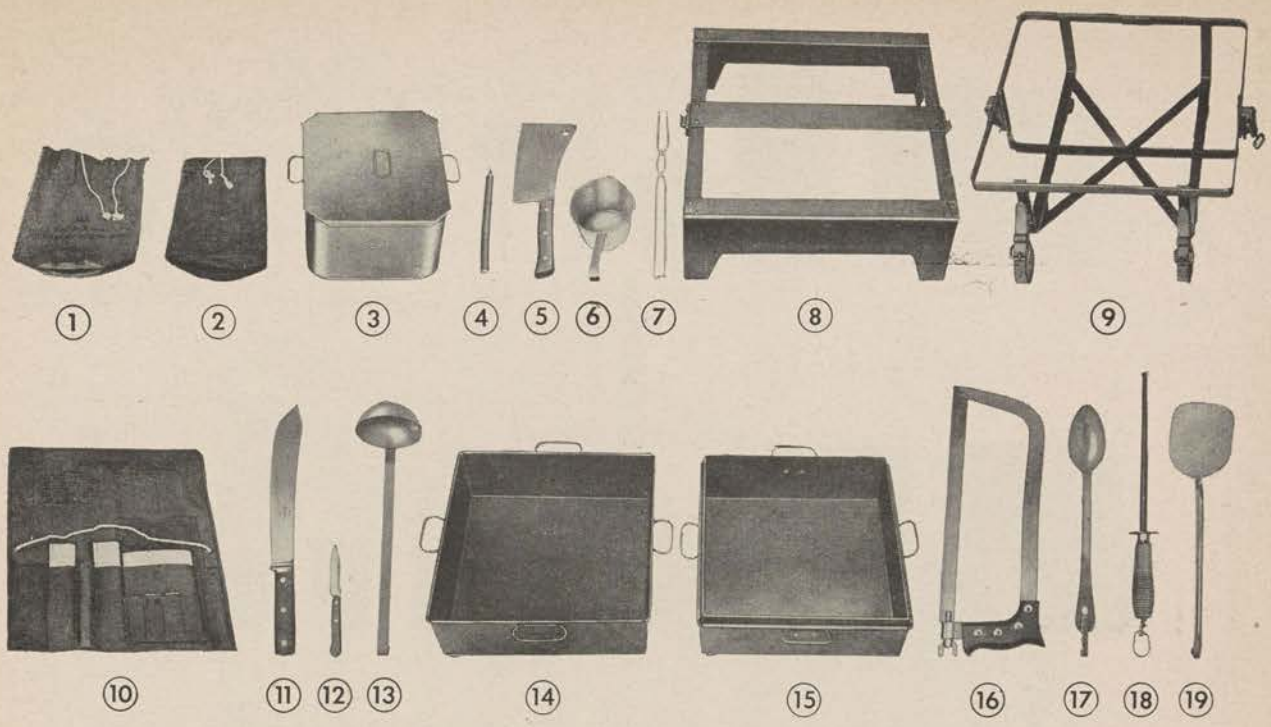

Figure 27. Outfit, cooking, cavalry pack, complete (64–O–205).
d. The outfit, cooking, cavalry pack, complete (see fig. 27) is made up of the following components: